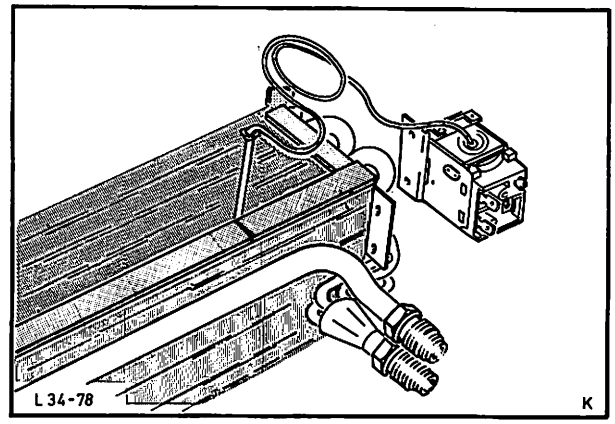
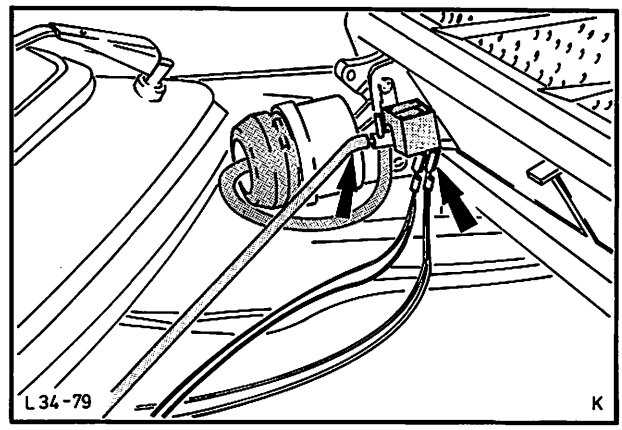

Abb. 44 Dichtgummi an den Verdampfer ankleben und De Ice-Thermostat anbauen
Abb. 45 Unterdruckleitung und Kabel an Magnetschalter anschließen
7. Dichtgummi an den Verdampfer ankleben (Abdichtung zum Gehäuse), Abb. 44.
8. De Ice-Thermostat an den Verdampfer anbauen, Abb. 44, und Verdampfer ins Gehäuse einbauen. Kabel und Unterdruckschlauch wieder am Magnetschalter anschließen, Abb. 45. Verdampfer komplett mit Gehäuse einsetzen und befestigen. Kabel an den De Ice-Thermostat anschließen.